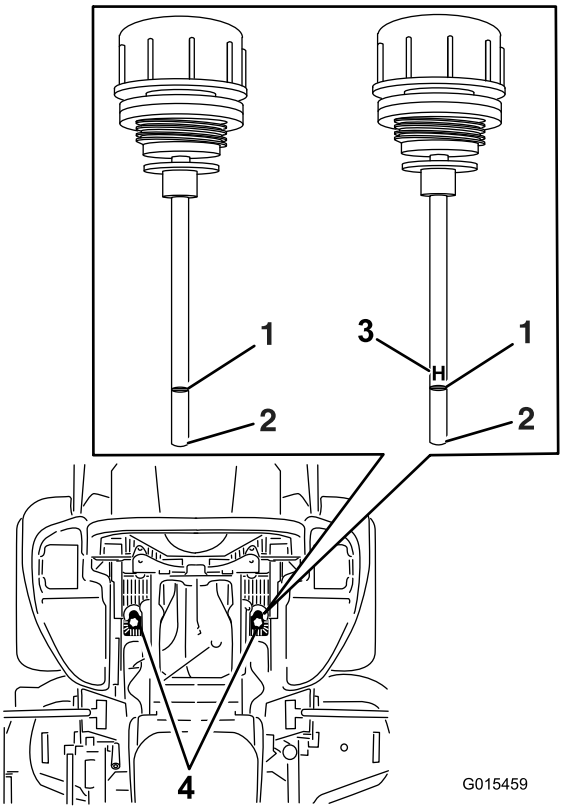

**Figure 81**
6. Nettoyez la surface autour des jauges des réservoirs du système hydraulique (Figure 81).
7. Sortez une jauge du réservoir hydraulique (Figure 81).
9. Ressortez la jauge et examinez l'extrémité (Figure 81). Si le niveau d'huile atteint le repère minimum (ADD), versez lentement une quantité d'huile suffisante dans le réservoir hydraulique jusqu'à ce que le niveau atteigne le repère maximum ou **H**.